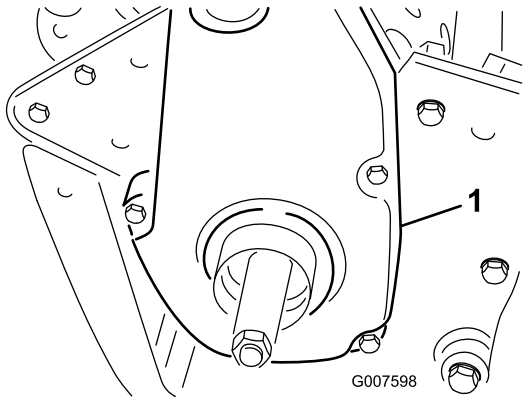

Figur 30
1. Fjern monteringsskruen på remdekslet og deretter remdekslet for å få tilgang til remmen (Figur 30).